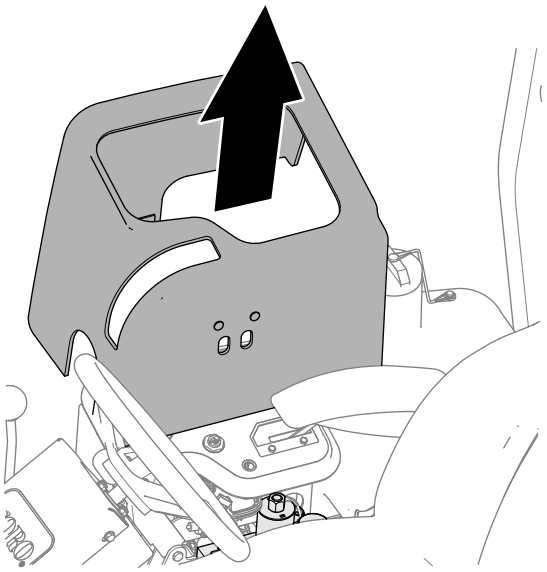

Figuur 93
3. Til de magnetisch gemonteerde kap van het bedieningspaneel (Figuur 93) op om bij het maaierverdeelstuk te kunnen komen.